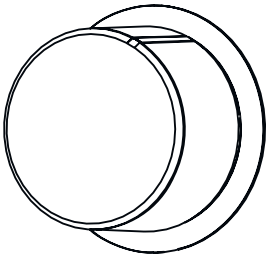

Fig. 13: Pulsante on
- Premere verso l'interno per far uscire il pulsante e poi regolare (Fig. 13).